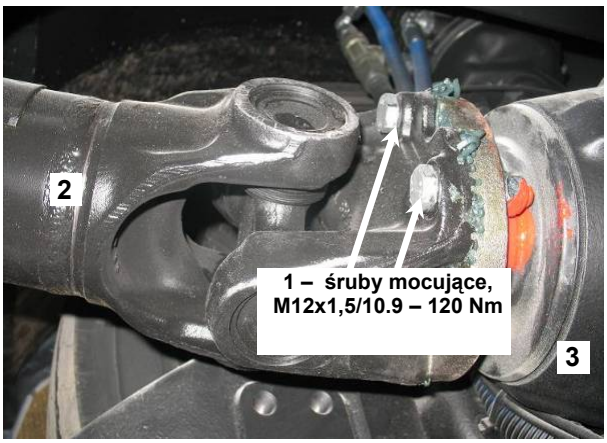

Rys. 7. Mocowanie wału z mostem napędowym: 1 – śruby mocujące, 2 - wał napędowy, 3 – most napędowy
- odkręcić cztery śruby M12x1,5 mocujące wał z mostem napędowym (Rys. 7.), odkręcony wał należy lekko ścisnąć, tak aby nie przeszkadzał w dalszych pracach,
- przykręcić czterema śrubami M12x1,5 wał napędowy (Rys. 7.).